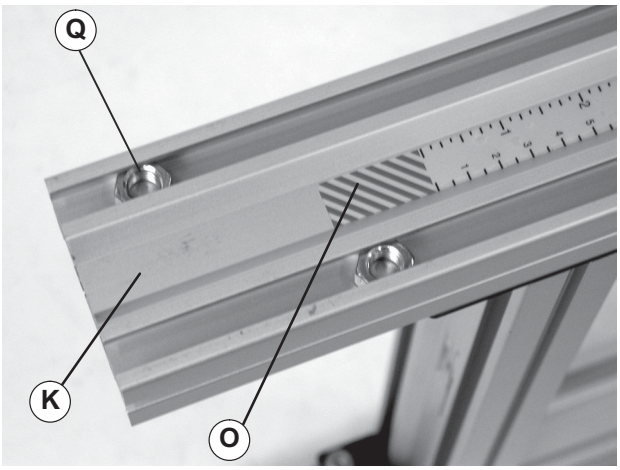

Figure 7
6. On the end with red warning area (Figure 7, item O) install one (1) hex nut (Q) into each outside stand leg (K) t–slot.